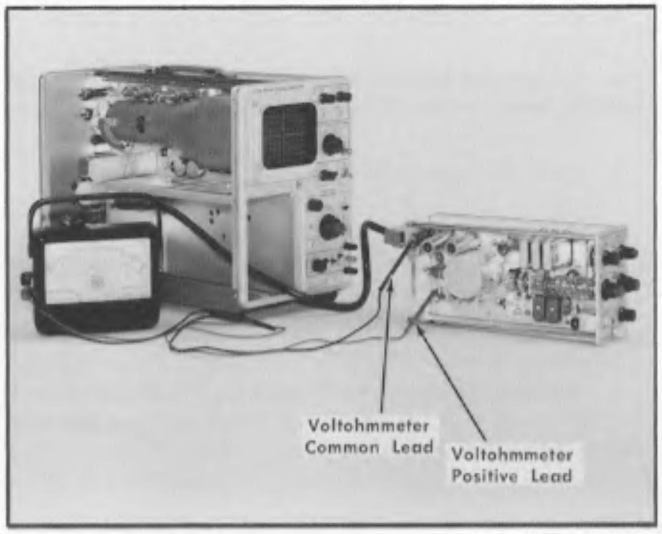

Fig. 6-6. Initial test equipment setup for steps 2 through 7.
a. Initial test equipment setup is shown in Fig. 6-6.